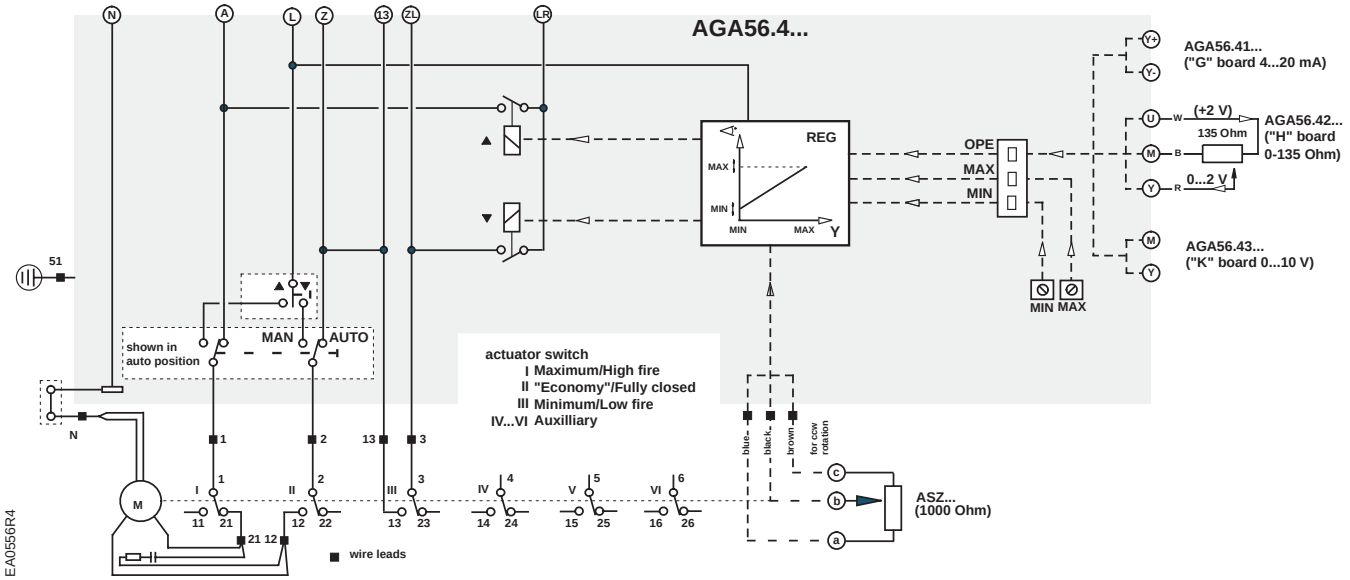

Figure 9. Basic Functional Diagram of AGA56.4…
See Figures 9 and 10.
9. Connect the input control signal wires to the appropriate terminals. See Figure 9.